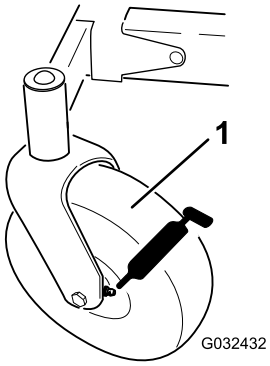

Figuur 35
3. Reinig de smeernippels (Figuur 35) met een doek.
4. Sluit een smeerpistool aan op elke smeernippel (Figuur 35).